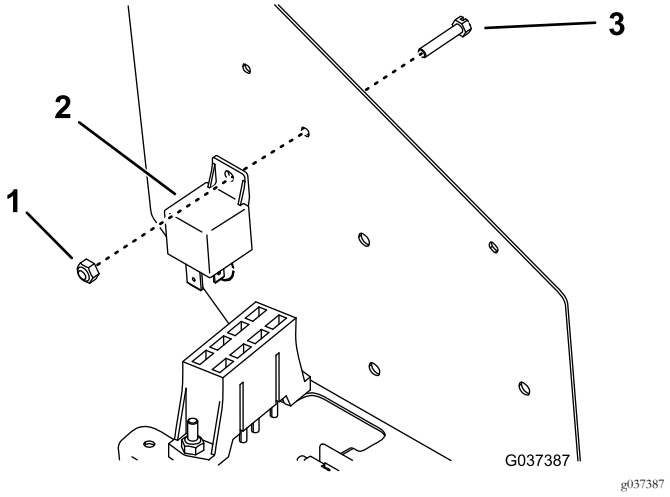

**Figuur 10**
6. Monteer het vermogenrelais aan de binnenkant van het bedieningspaneel met een schroef en een moer (Figuur 10).